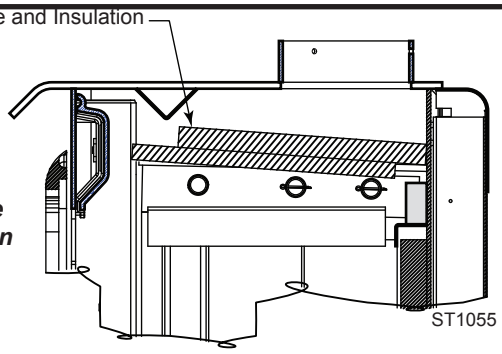

Figure 21 - Tilt Up Front Side of Baffle and Insulation
2. Tilt up the front side of the baffle and insulation. *Figure 21*